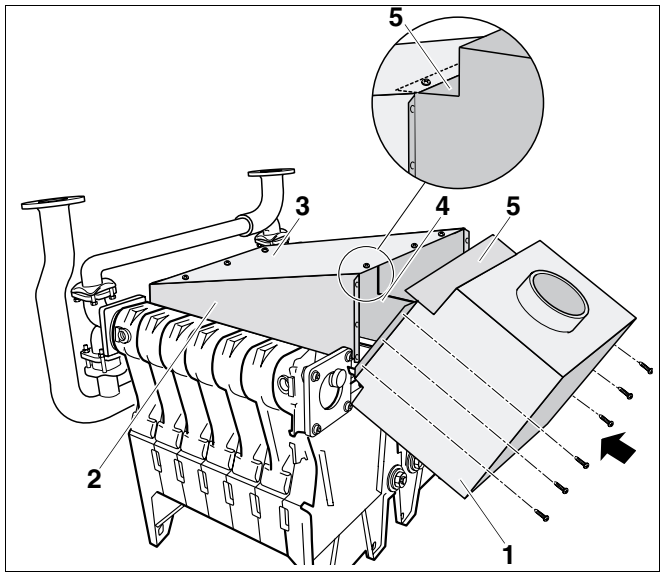

Рис. 43 Установка прерывателя тяги
При поставке с запорным клапаном дымовых газов (по специальному заказу) этот клапан должен быть встроен в прерыватель тяги (рис. 43, **поз. 1**) перед его монтажом, см. отдельную прилагаемую инструкцию по монтажу.
- Прерыватель тяги (рис. 43, **поз. 1**) крепится шестью короткими винтами с плоской головкой 3,9 x 9,5 к боковым стенкам (рис. 43, **поз. 2**) коллектора дымовых газов.
При монтаже прерывателя тяги (рис. 43, **поз. 1**) нужно следить за тем, чтобы верхний лист (рис. 43, **поз. 5**) прерывателя (рис. 43, **поз. 1**) находился между перегородкой (рис. 43, **поз. 4**), боковыми стенками (рис. 43, **поз. 2**) и крышкой для чистки (рис. 43, **поз. 3**).
- Затянуть все винты крышки для чистки (рис. 43, **поз. 3**).
- Следите за тем, чтобы уплотнение крышки для чистки (рис. 43, **поз. 3**) не было повреждено.
При трудностях с монтажом прерывателя тяги (рис. 43, **поз. 1**) можно слегка ослабить винты крышки для чистки (рис. 43, **поз. 3**) или боковых стенок (рис. 43, **поз. 2**). После установки прерывателя тяги затянуть все винты.